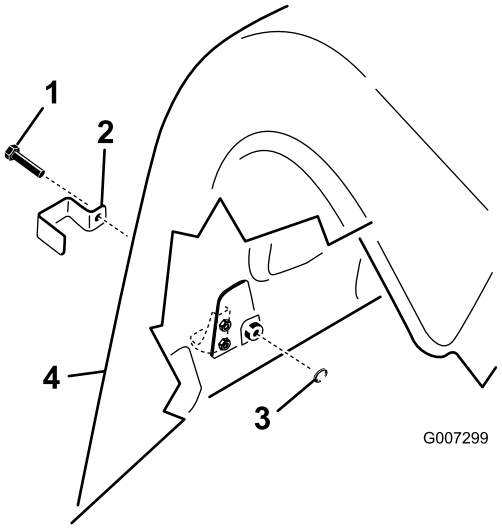

**Figur 15**
1. På modellen ProCore 864: montera ett låsfäste över de nedre och övre motorhuvsspärrarna till höger och vänster längst bak med skallskruvar (fyra totalt) (Figur 15).
2. På modellen ProCore 1298: montera ett låsfäste över alla nedre motorhuvsspärrar på baksidan och på de övre motorhuvsspärrarna på utsidan av både höger och vänster skydd med skallskruvar (tre per luftarhuvud, sex totalt) (Figur 15).
3. Skruva på en invändig låsbricka på varje bult (1–2 gängor) med hjälp av en tång eller skiftnyckel så att spärren säkras (Figur 15).